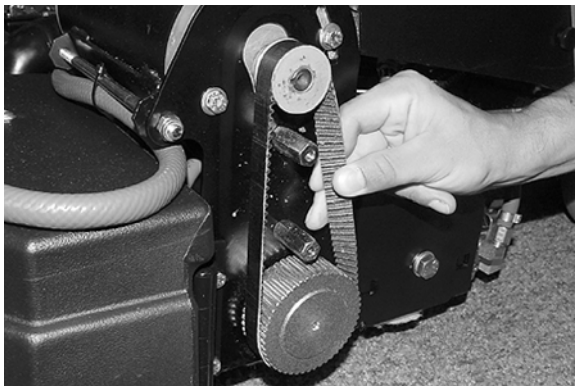

FIG. 41
9. Vérifiez périodiquement la tension de la courroie sur les deux moteurs de brosse. Serrez la courroie si vous arrivez à la tordre au-delà de 90° au point central (Figure 41).